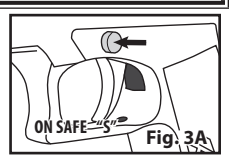

Fig. 3A
- Skub sikringen hele vejen ind fra venstre side, så du ikke længere kan se den RØDE ring omkring sikringen på venstre side af luftpistolen. Luftpistolen er nu "ON SAFE" (se Fig. 3A).